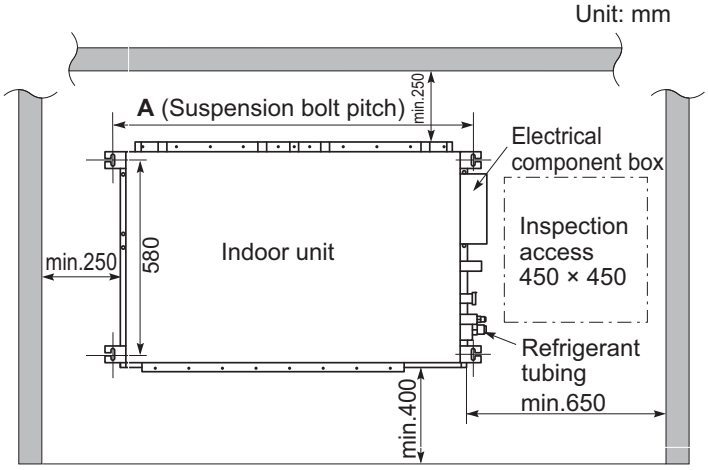

Fig. 2-96
● The minimum space for installation and service is shown in Fig. 2-96 and Table 2-15.
(1) When placing the unit inside the ceiling, determine the pitch of the suspension bolts referring to the dimensional data as shown in Fig. 2-96 and Table 2-16. Tubing must be laid and connected inside the ceiling when suspending the unit. If the ceiling is already constructed, lay the tubing into position for connection to the unit before placing the unit inside the ceiling.